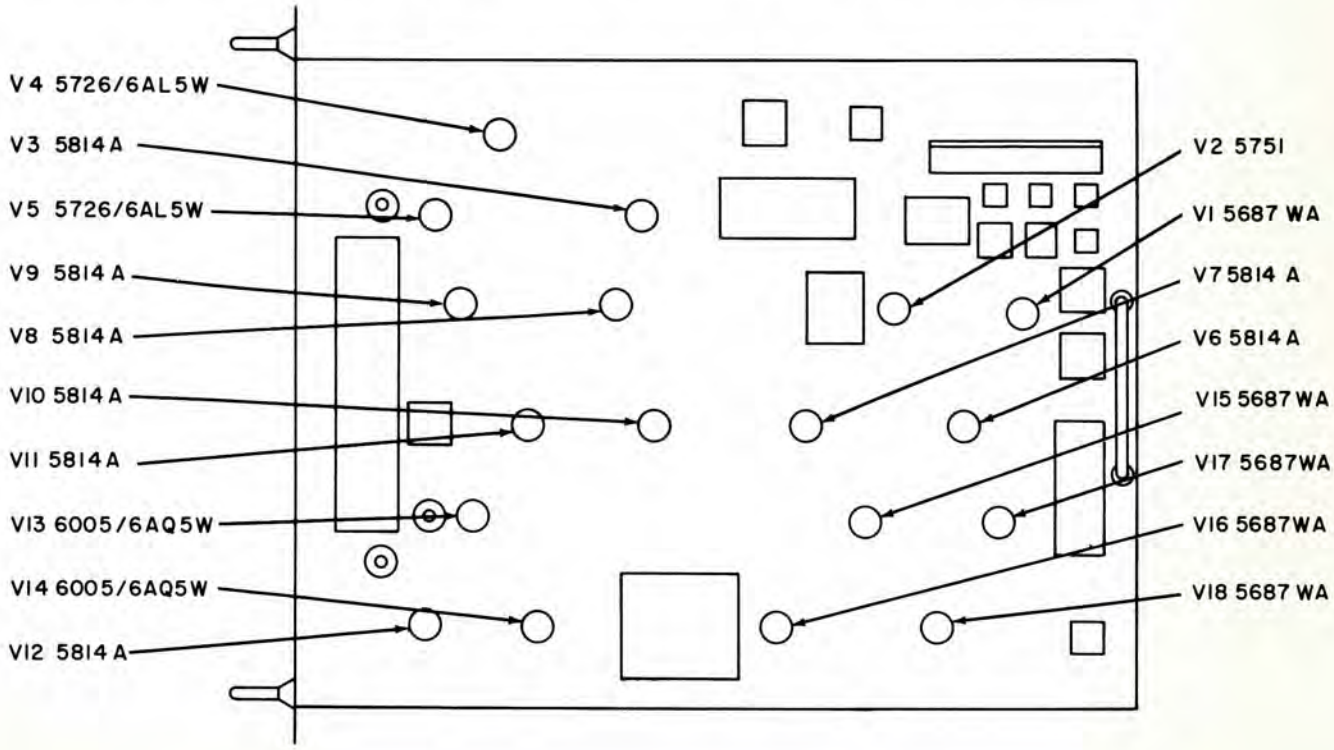

Figure 3-9. Pulse Generator O-706/FPN-42, Tube Locations
(3) REPLACEMENT OF TUBES. - Figures 3-9 through 3-12 give the location of the tubes (except for the high voltage power supply, and monitor